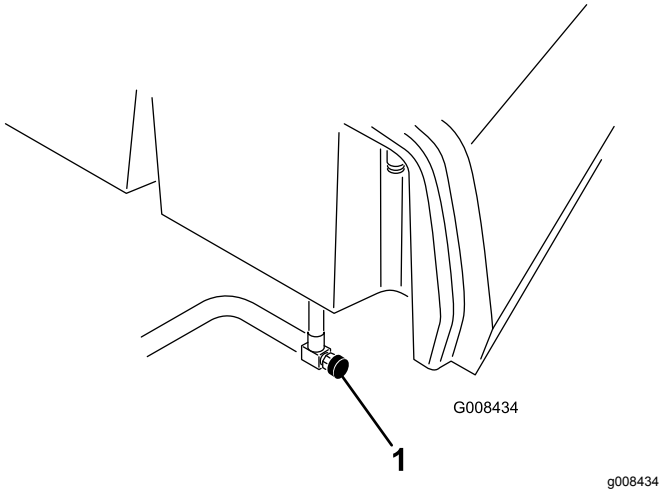

Figur 38
1. Åpne drivstoffavstengingsventilen (Figur 38) under drivstofftanken.